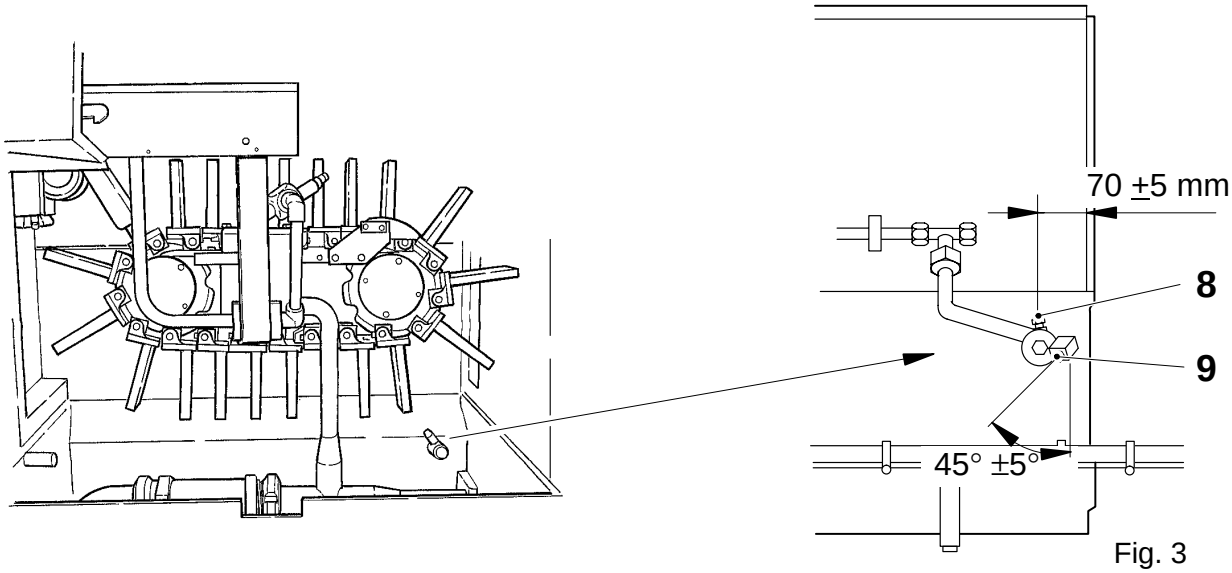

Fig. 3
a) Set the nozzles (10) so that the slots are horizontal.
b) Set the jet direction of the nozzle (9) at 45° ±5° angle and the nozzle (8) at 70 ±5 mm distance from the inside of the tray, see fig. 3.